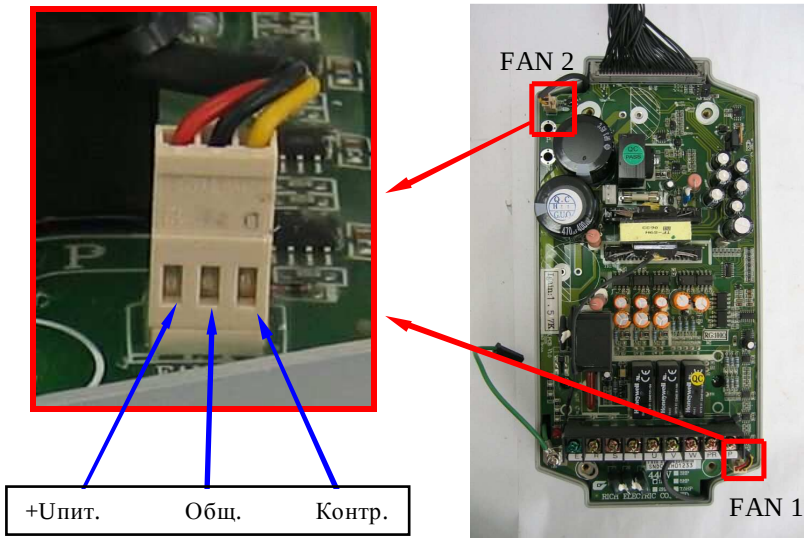

Рис. 4.12. Диагностика вентиляторов.
4.7.3. Измерить напряжение на разъёме FAN 1 между выводами Общ. и Контр. (см. рис. 4.12). У исправного вентилятора напряжение должно составлять менее 1 В. Если напряжение составляет 13...18 В - вентилятор считается неисправным и подлежит замене. Повторить измерения напряжения на разъеме FAN 2.
4.7.4. Если при подаче команды «Пуск» двигателя вентиляторы не вращаются, необходимо отсоединить разъемы вентиляторов от платы драйверов и проверить их вращение, подав напряжение =24 В от источника питания (п.3.4.2) между контактами +Uпит и Общ. (рис.4.12). При отсутствии вращения – вентиляторы заменить.